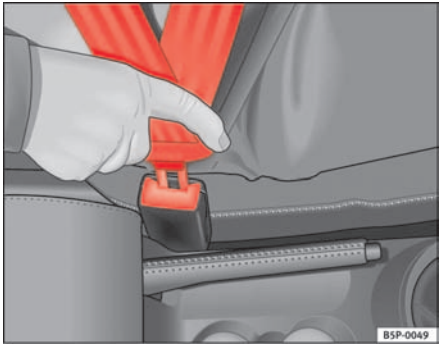

Fig. 12 Belt buckle and latch plate of seat belt
– Insert the latch plate into the buckle for the appropriate seat and push it down until it is securely locked with an audible click ⇒ page 24, fig. 12.